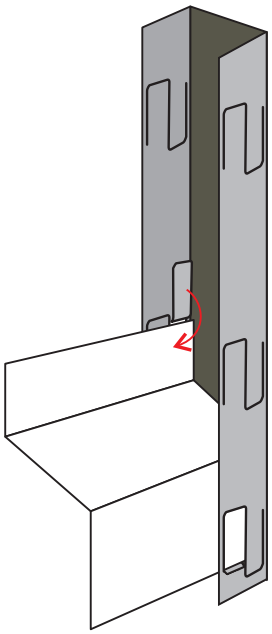

Рисунок 2
4. Первую ламель установите на язычок отогнутый вниз, зафиксируйте сверху язычком, отгибая его полностью вниз, снизу – отгибая язычок вверх (рис. 2).